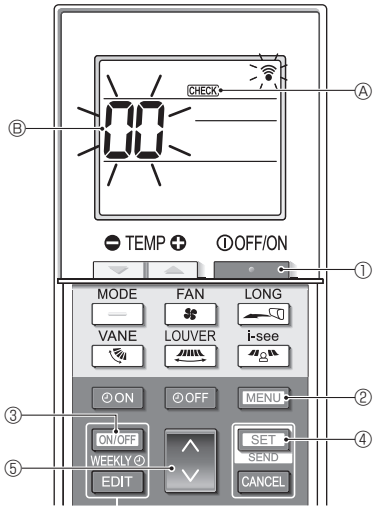

Fig. 7-6
- Pulse el botón [ ] ① para detener la prueba de funcionamiento.
■ **Autocomprobación (Fig. 7-6)**
1. Pulse el botón [ ] ① para detener el acondicionador de aire.
- Si el temporizador semanal está activado (se muestra WEEKLY), pulse el botón [ON/OFF WEEKLY] ③ para desactivarlo (no se muestra WEEKLY).
2. Pulse el botón [MENU] ② durante 5 segundos.
3. Pulse el botón [^v] ⑤ para seleccionar la dirección del refrigerante (dirección M-NET) Ⓑ de la unidad interior para la que desea realizar la autocomprobación.
4. Pulse el botón [SET] ④.
5. Pulse el botón [ ] ①.